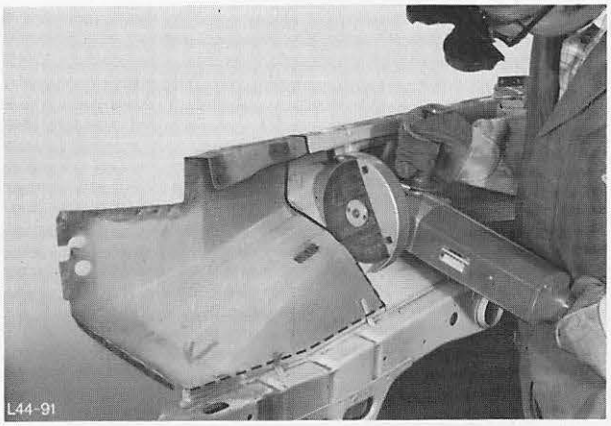

Abb. 87 Stehblechteil entlang der Trennlinie austrennen
2. Beschädigtes Stehblech austrennen, Abb. 87.